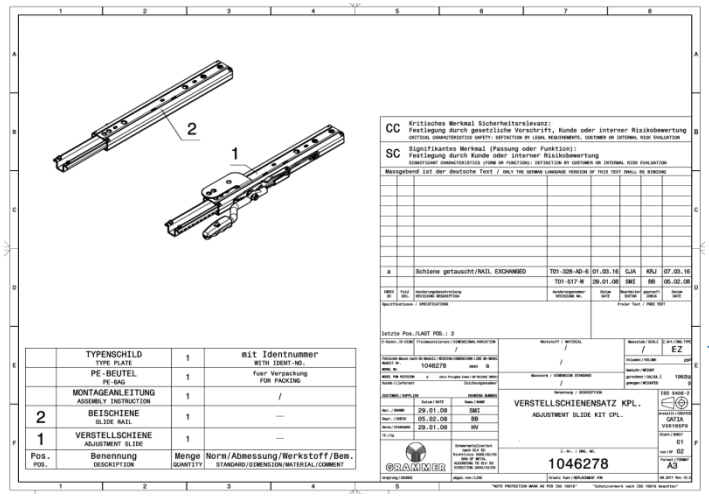

Figure 6.4.1
- **Sheet 1 (see Figure 6.4.1) of the spare part drawing**